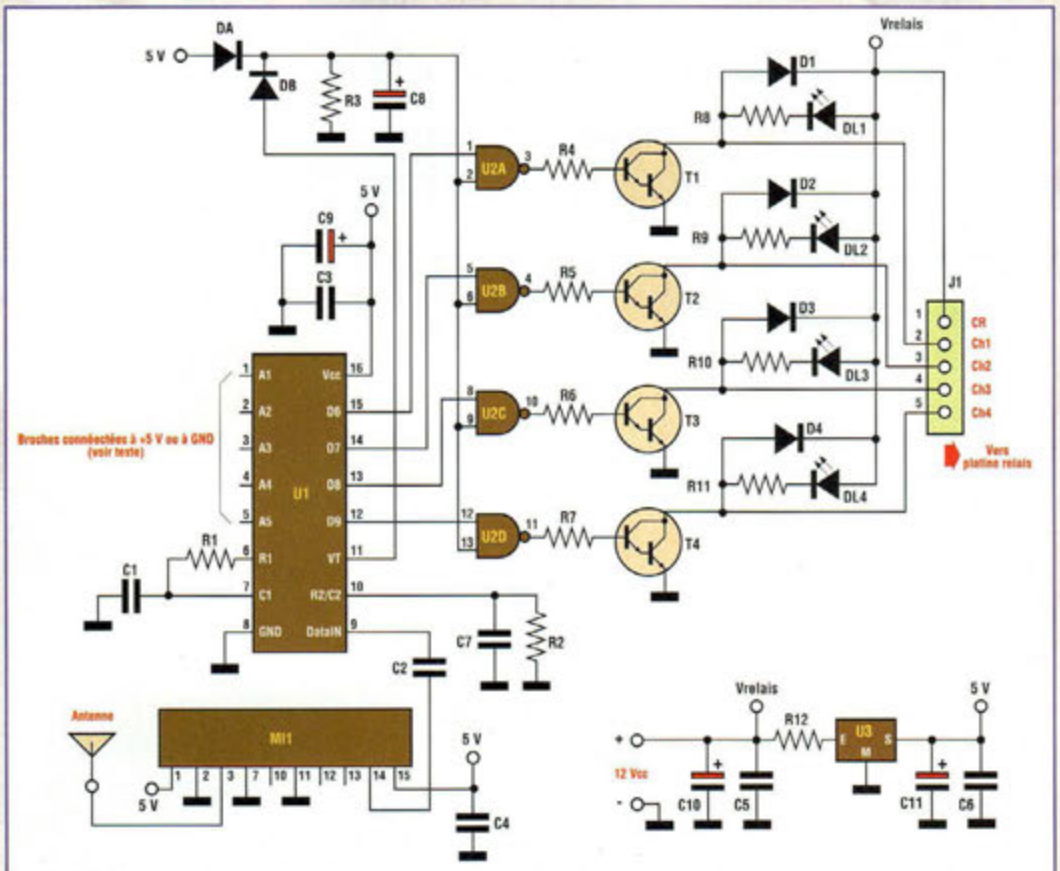

Fig.2 Schéma électrique du récepteur.
Le schéma électrique du récepteur est reproduit en fig.2. Le module récepteur MI1, de fabrication Aurel est déjà monté et réglé (tout comme l'émetteur). Il s'agit d'un récepteur super-réaction à 433,92 MHz doté d'un étage interne de mise en forme du signal des données digitales. Sur la sortie broche 14 figure le même signal codé transmis par l'émetteur décrit plus haut. A travers le condensateur C2, le signal atteint l'entrée broche 9 de U1 qui est en mesure d'interpréter et de décoder la chaîne de données transmise, en activant ses sorties D6-7-8-9 en fonction de la zone qui est fermée sur l'émetteur. En absence de signal radiofréquence, les portes logiques U2A-B-C-D évitent que l'un des quatre canaux de sortie CH1-2-3-4 ne puisse rester actif. En effet, le signal de validation provenant de VT de U1 (broche 11) est présent seulement lors de la transmission d'une donnée par l'émetteur. Si ce n'est pas le cas, la broche VT passe à l'état logique bas, en interdisant l'activation de tous les canaux. Le contrôle des canaux est confié aux 4 transistors Darlington T1-2N6364 qui sont raccordés en collecteur ouvert sur les broches 2-3-4-5 de J1. La jonction vers la ligne d'alimentation positive s'effectue via la broche 1 (CR). Les LED DL1 à DL4 indiquent que le canal correspondant est activé. Les diodes D1 à D4 protègent les transistors de sortie des parasites générés par les charges inductives externes. Le circuit intégré régulateur U3 ramène la tension d'entrée de 12Volts continu à 5 Volts pour alimenter le module MI1 et les circuits intégrés U1 et U2. La tension de 12 Volts continu (VRELAIS) est directement conduite au connecteur J1 pour alimenter les charges externes.